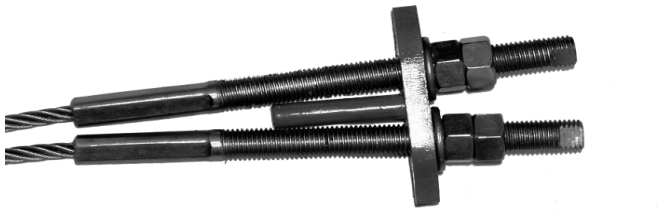

FIGURA 4-80
34. Fije dos cables a cada anclaje. Ajuste cada cable a 1.75 pulg e instale contratuercas (Figura 4-80).